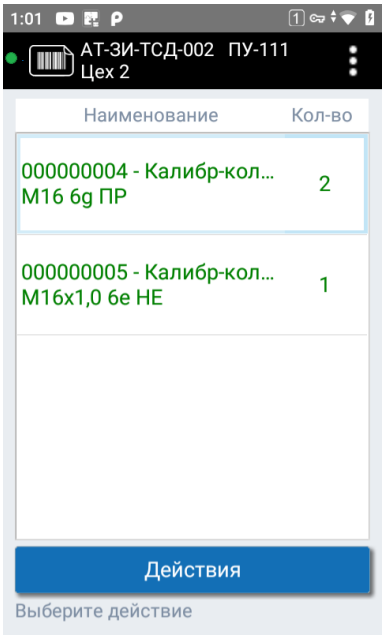

Рисунок 144. Состав заказа на изготовление
3. Откроется состав документа (см. Рисунок 144). Если к строкам ещё не созданы пеналы, они создаются автоматически: по одному новому экземпляру на пенал. Строки с созданными пеналами выделены зелёным.